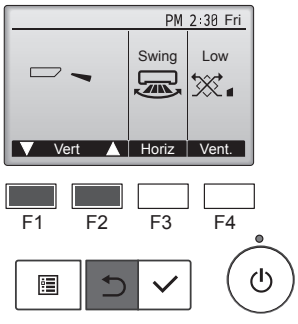

Fig. 7-4
② Tryk på knappen [VÆLG] for at få vist driftsskærmen Vane (vingedrift), og tryk derefter på knapperne [F1] og [F2] for at kontrollere autovingen. (Fig. 7-4)